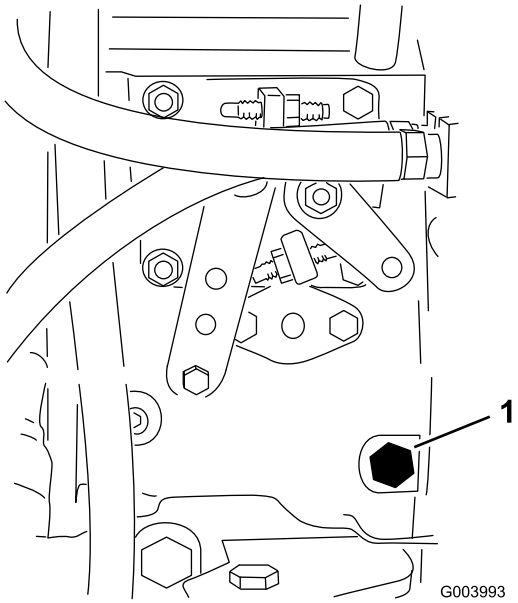

Рисунок 31
3. С помощью динамометрического ключа 12 мм выверните винт для продувки из топливного насоса (Рисунок 31) .